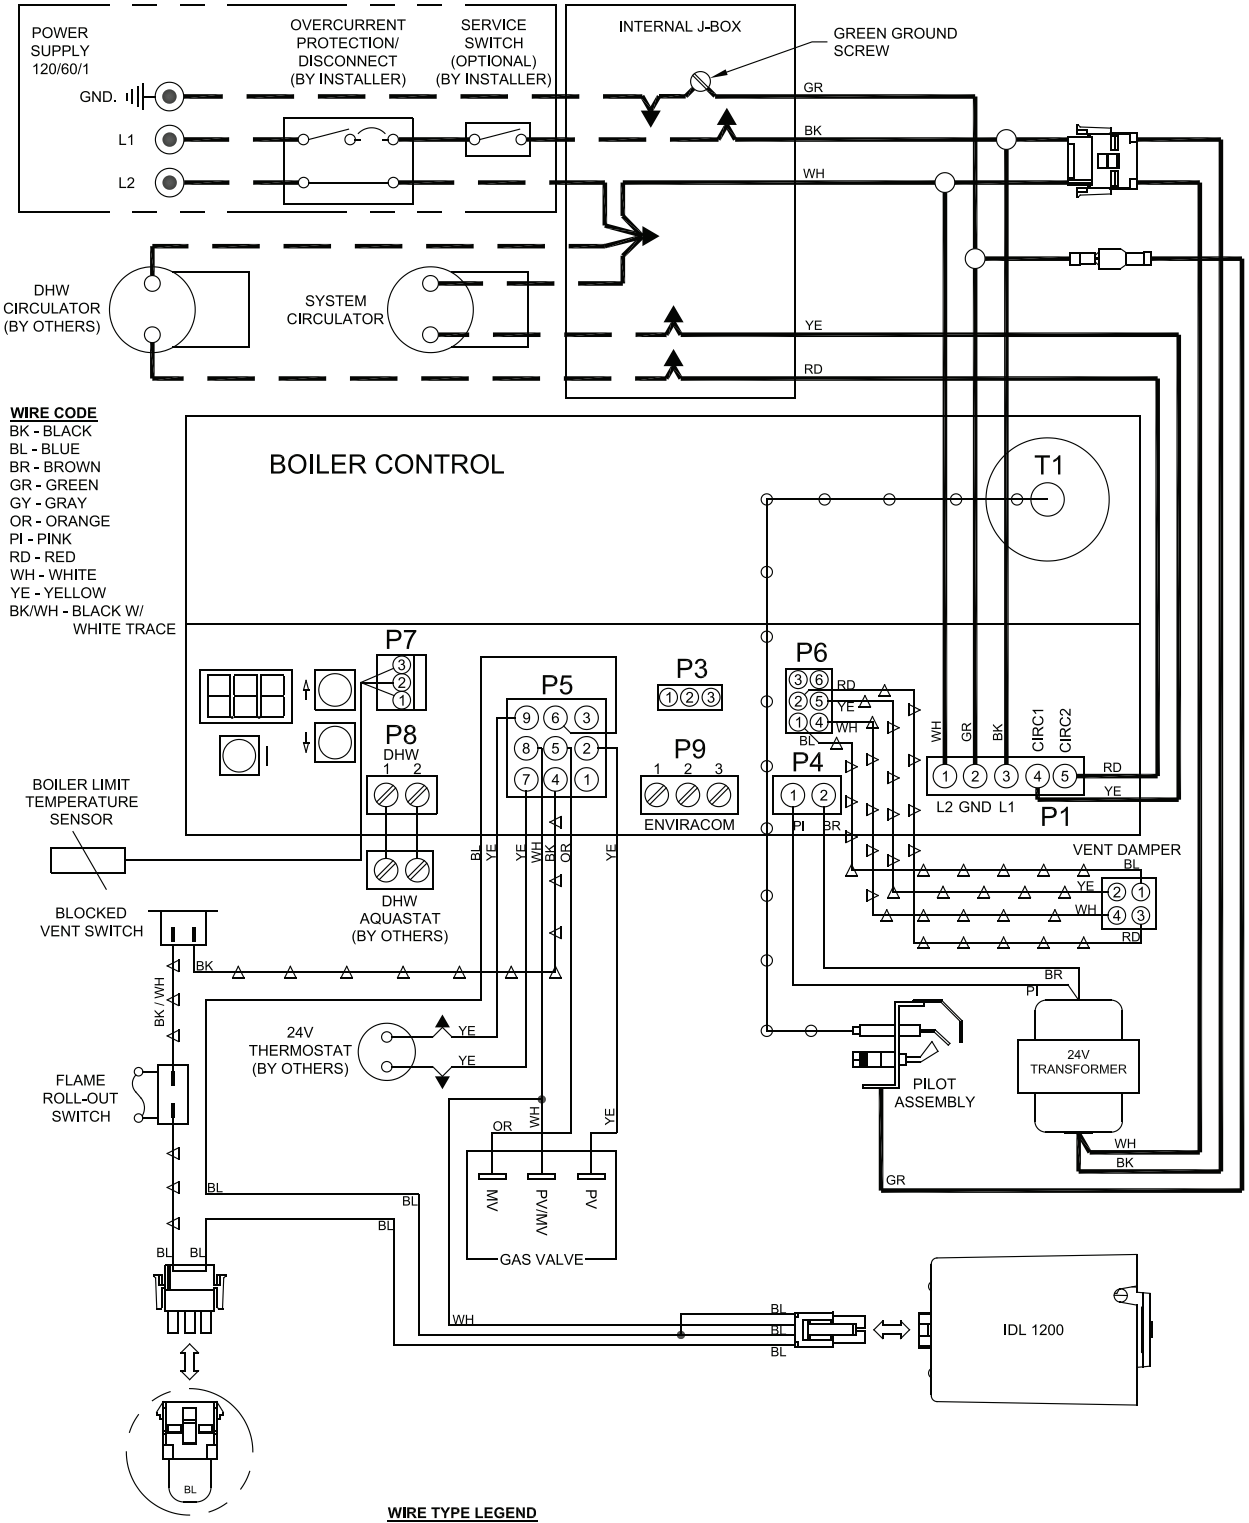

Figure 8-1: Wiring Connection Diagram
C. Wire boiler. Boiler is rated for 120 VAC, 60 hertz, less than 12 Amperes. A separate electrical circuit must be run from main electrical service with an over-current device/disconnect in circuit. A service switch is recommended and may be required by some local jurisdictions. Connect to black and white wires and green ground screw. See Figures 8-1 and 8-2.